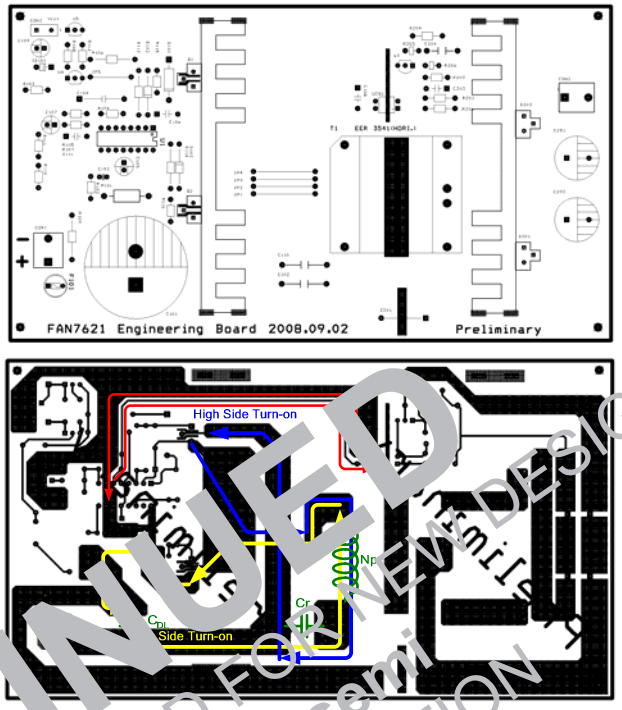

Figure 28. Example for Duty Balancing
6. PCB Layout Guideline: Duty imbalance problems may occur due to the radiated noise from main transformer, the inequality of the secondary-side leakage inductances of main transformer, and so on. Among them, it is one of the dominant reasons that the control components in the vicinity of R_T pin are enclosed by the primary current flow pattern on PCB layout. The direction of the magnetic field on the components caused by the primary current flow is changed when the high-and-low side MOSFET turns on by turns. The magnetic fields with opposite direction from each other induce a current through, into, or out of the R_T pin, which makes the turn-on duration of each MOSFET different. It is strongly recommended to separate the control components in the vicinity of R_T pin from the primary current flow pattern on PCB layout. Figure 28 shows an example for the duty-balanced case. The yellow and blue lines show the primary current flows when the lower-side and higher-side MOSFETs turns on, respectively. The primary current does not enclose any component of controller.
In addition, it is helpful to reduce the duty imbalance to make the loop configured between CON pin and opto-coupler as small as possible, as shown in the red line in Figure 28.